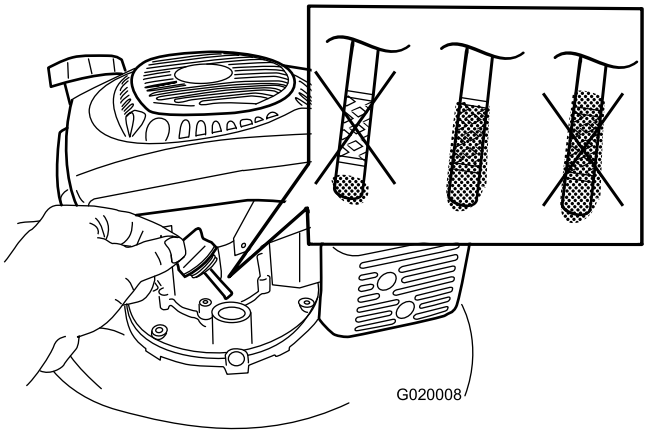

Figure 20
4. Versez de l'huile **lentement** dans le goulot de remplissage pour faire monter le niveau jusqu'au repère du plein (Full) sur la jauge (Figure 20). **Ne remplissez pas excessivement.** (Remplissage max. : 0.65 L (22 oz), type : huile détergente 10W-30 ou SAE 30 de classe de service API SJ ou supérieure.)